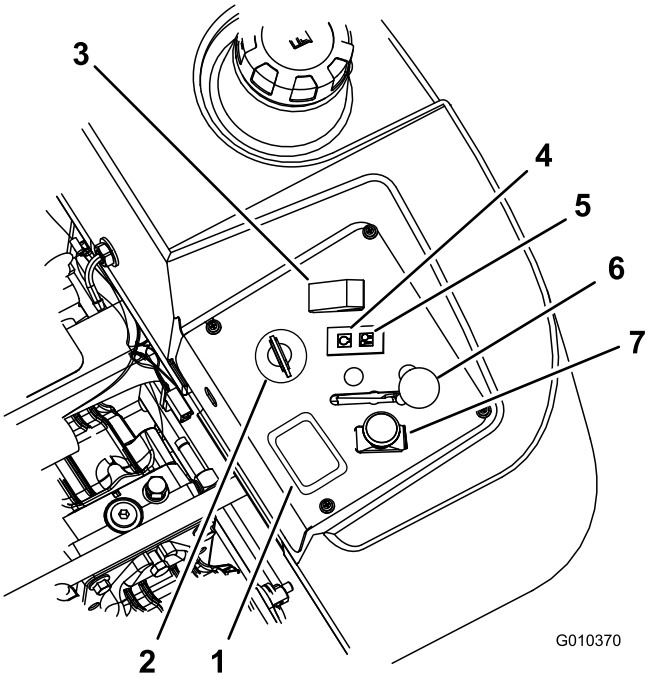

Figur 13
4. Flytta kraftuttagsreglaget till det urkopplade läget (Figur 13).